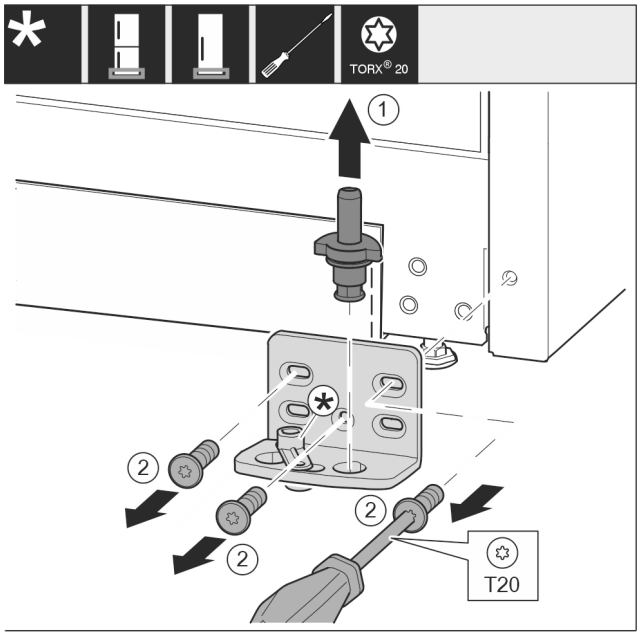

*Fig. 44 **
▶ Ložiskový čep *Fig. 44 (1)* celý vytáhněte nahoru.*
▶ Šroubovákem vyšroubujte šrouby *Fig. 44 (2)* a sejměte stojan ložiska.*